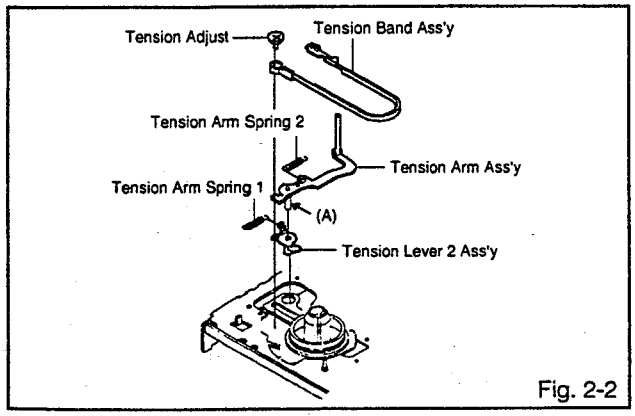

Fig. 2-2
2-2: TENSION BAND (Refer to Fig. 2-2)
2. Turbine Oil (Lubricating Grade #150) the area marked with A in **Fig. 2-2.**